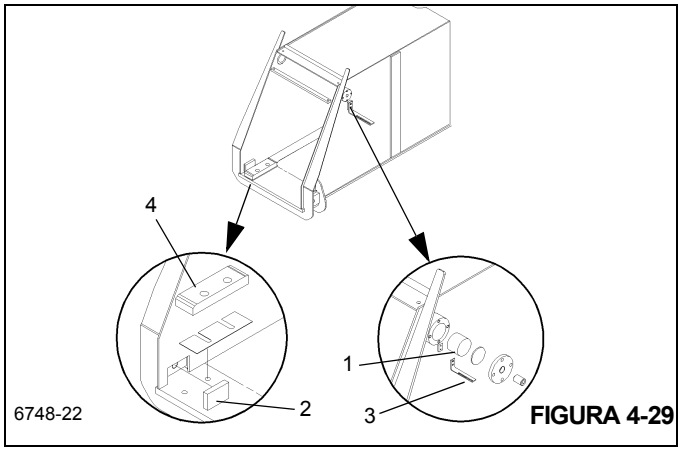

FIGURA 4-29
9. Saque los dos tornillos que fijan cada almohadilla de desgaste lateral superior (Figura 4-29, 1) e inferior (Figura 4-29, 2) a la parte delantera de la sección central exterior. Retire las almohadillas de desgaste, los suplementos y la escuadra de montaje (Figura 4-29, 3) (parte superior del lado izquierdo solamente).